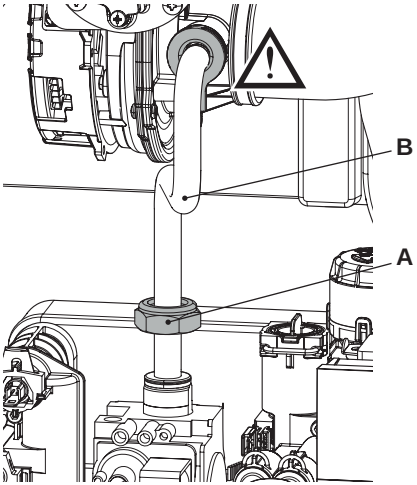

Figura 8.1
- Svitare il girello **A** ed estrarre il tubo del gas **B** (Figura 8.1).
Attenzione per rimontare eseguire le operazioni effettuate in senso inverso, stando attenti a non rovinare la guarnizione del tubo gas quando si inserisce il tubo nel mixer aria/gas ed eseguire la prova di tenuta gas dopo aver stretto il girello del tubo gas (Figura 8.1).